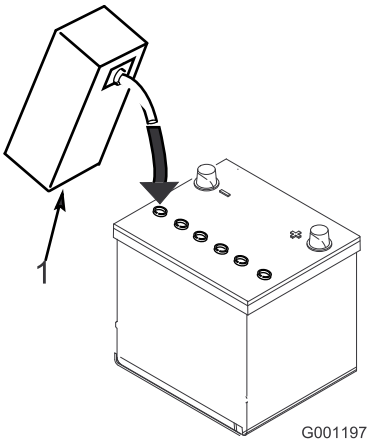

Figur 7
3. Fyll hver celle forsiktig med elektrolytt til platene er dekket med ca. 6 mm væske (Figur 7).
4. La elektrolytten trekke inn i platene i ca. 20–30 minutter. Etterfyll etter behov for å holde elektrolyttnivået på ca. 6 mm fra bunnen av påfyllingsbrønnen (Figur 7).